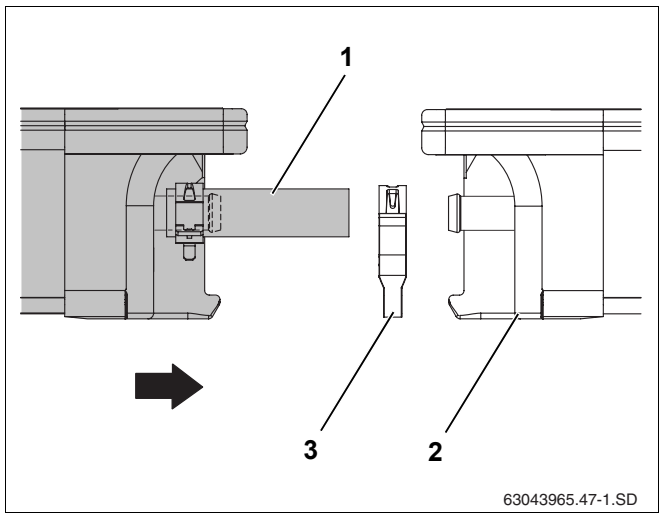

Rys. 49 Dosunięcie drugiego kolektora do pierwszego
- Ułożyć drugi kolektor z zamontowanymi wstępnie wężami instalacji solarnej (rys. 49, **poz. 1**) na szynach profilowanych i włożyć go w zabezpieczenie przed zsunięciem się.
- Drugą zaciskową opaskę sprężystą (rys. 49, **poz. 3**) wsunąć na wąż instalacji solarnej.
- Drugi kolektor dosunąć do pierwszego (rys. 49, **poz. 2**), tak aby zamontowane węże instalacji solarnej można było włożyć na przyłącza pierwszego kolektora znajdujące się z lewej strony.